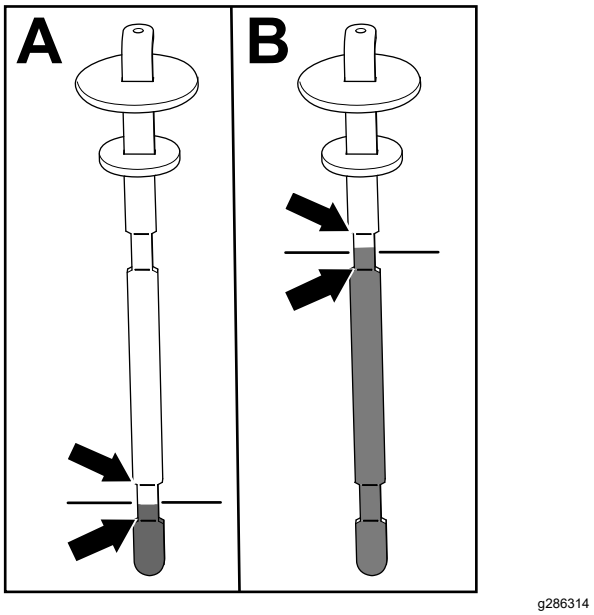

Figuur 84
5. Verwijder de peilstok en controleer het vloeistofpeil (Figuur 84).
- **Als de maai-eenheid is uitgerust:** het peil van de hydraulische vloeistof is goed als het tussen de 2 onderste markeringen op de peilstok reikt (A in Figuur 84). Het is ook aanvaardbaar als het vloeistofpeil boven de onderste markeringen reikt.
- **Als uw machine uitgerust is met de slangset voor hydraulisch aangedreven werktuigen:** het peil van de hydraulische vloeistof is goed als het tussen de 2 bovenste markeringen op de peilstok reikt (B in Figuur 84).